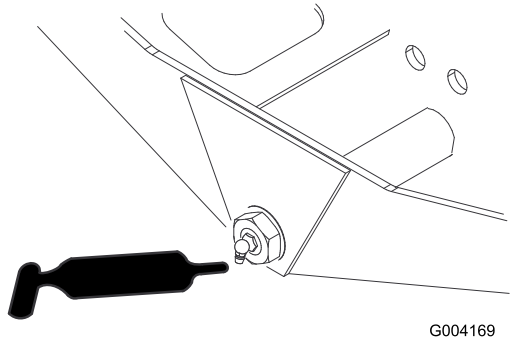

Figur 34
- Akselstyringsdreietapp (1) (Figur 34)